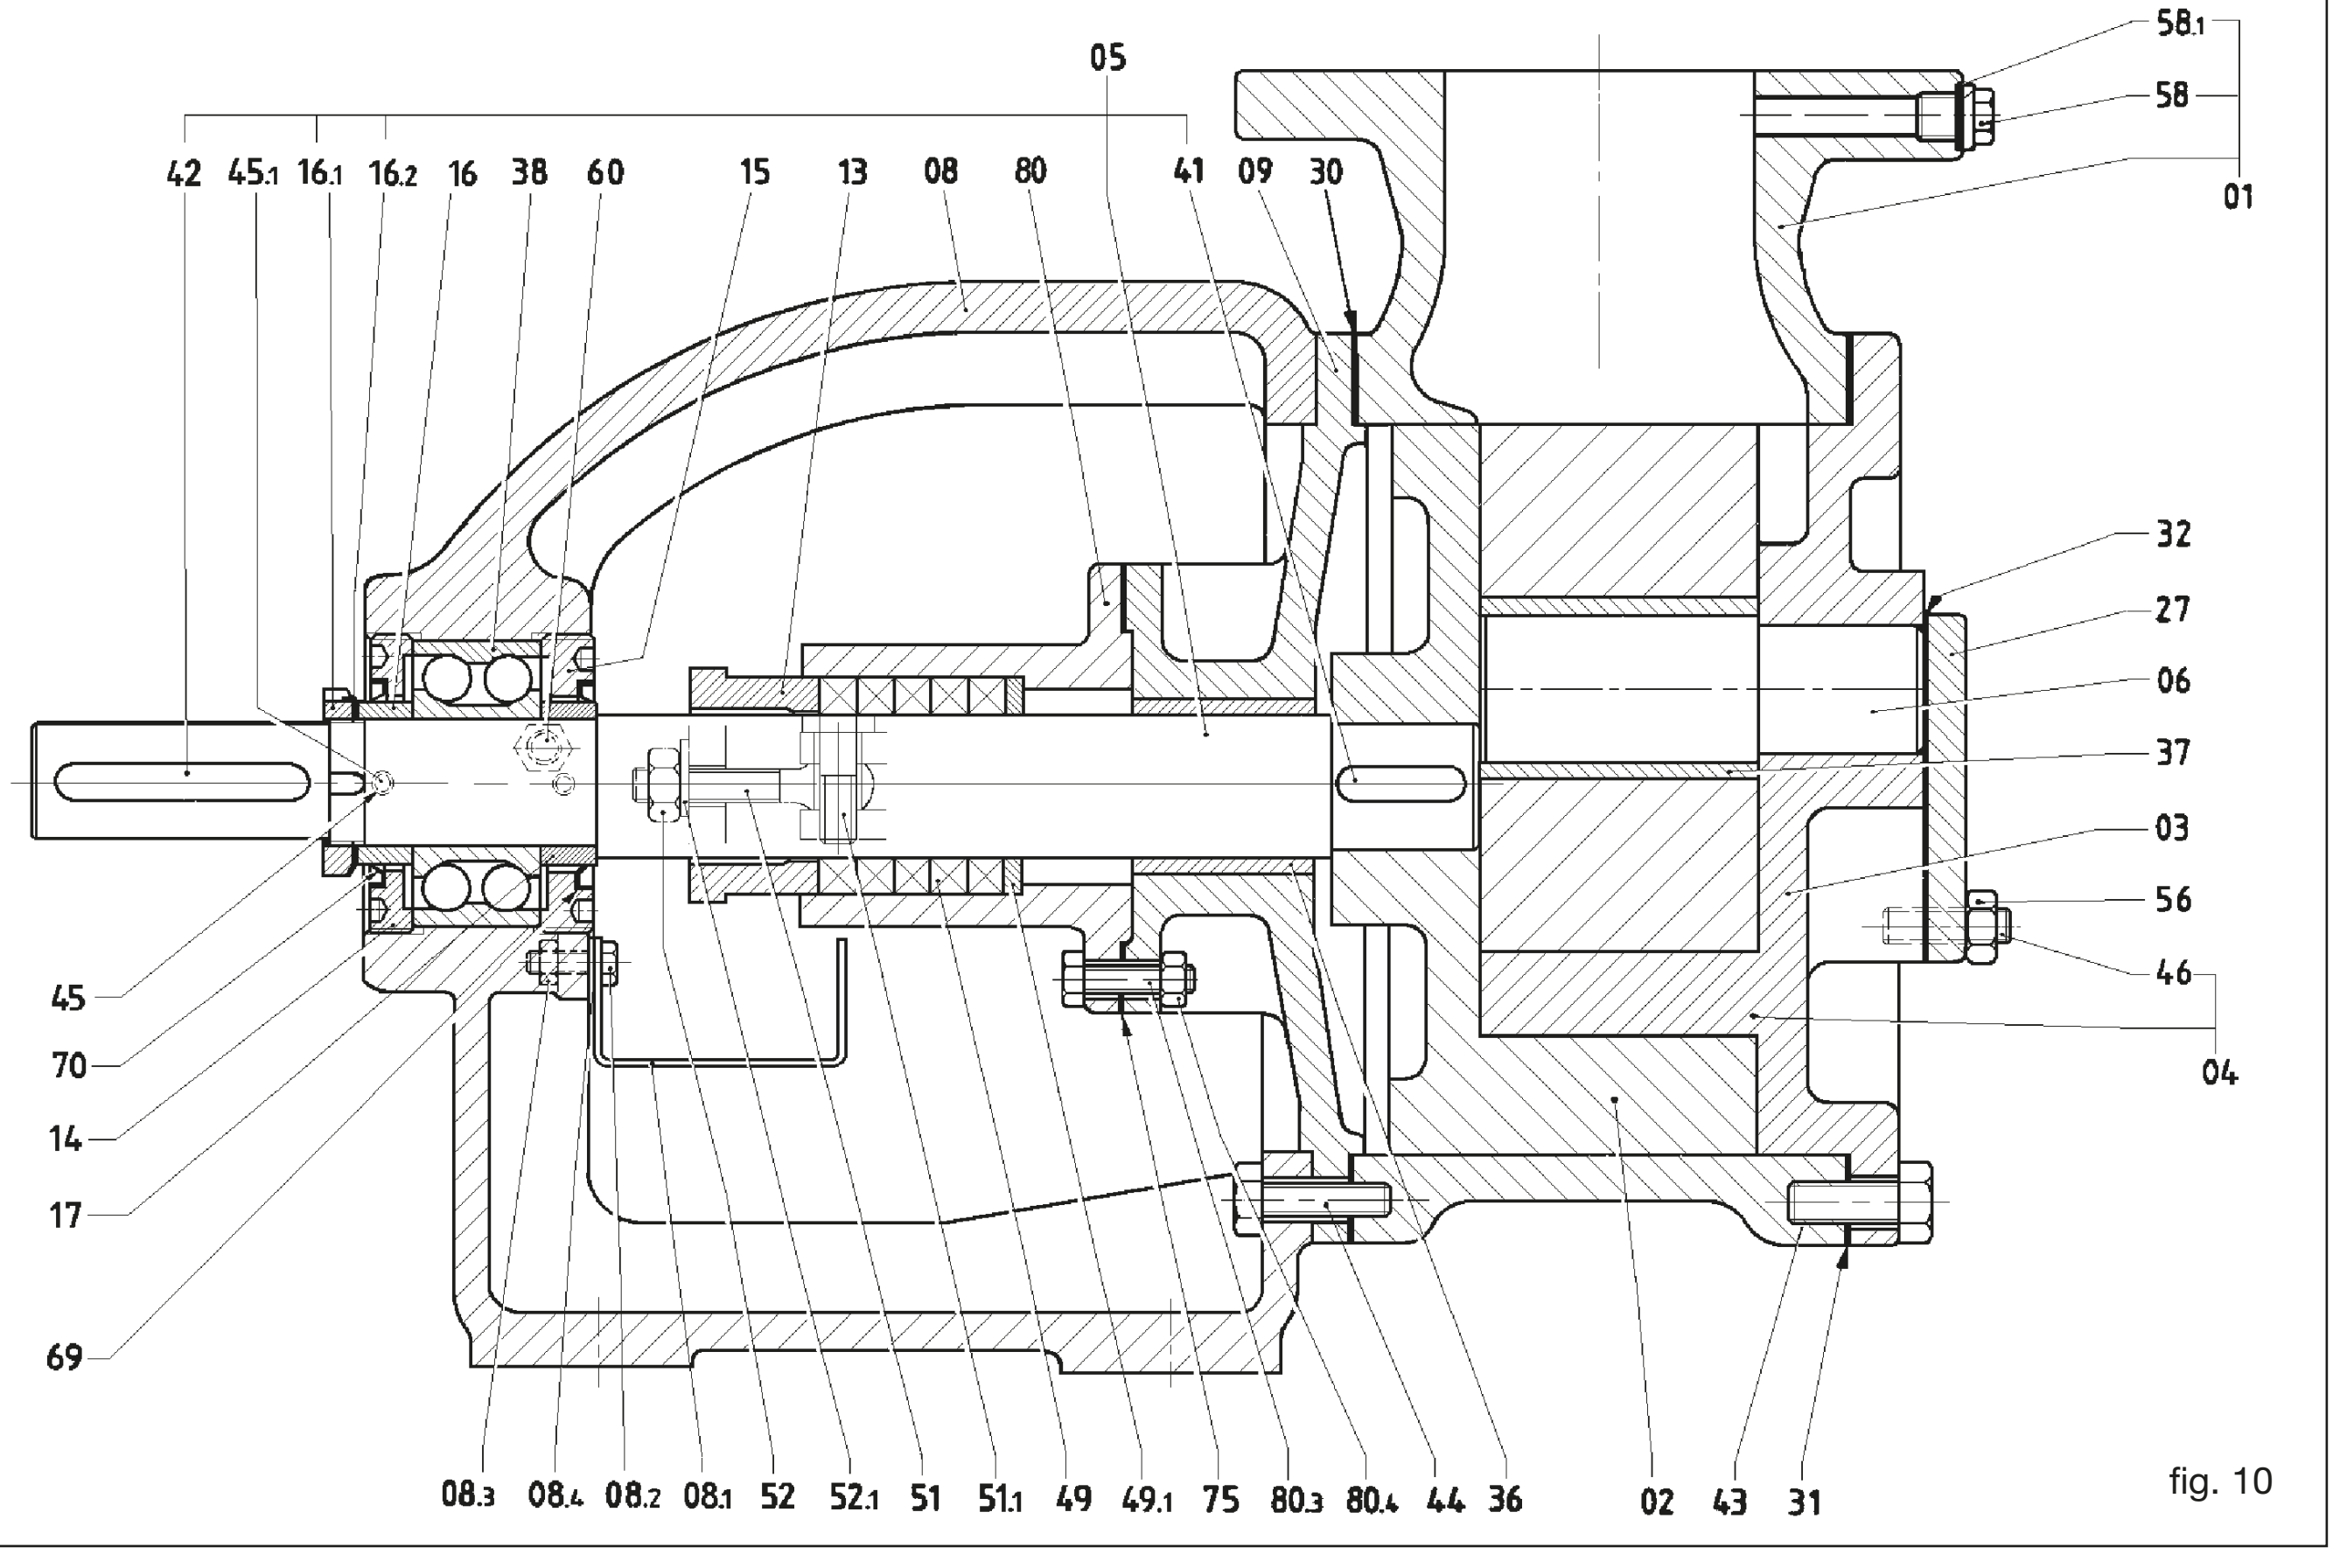

fig. 10
11.1 Quitar la tapa (04) (fig. 10)
11.2 Sacar la rueda de eje libre (03) (fig. 10)
11.3 Sacar el perno (06) (Fig. 10)
11.4 Quitar el cuerpo (01) (fig. 10)
11.5 Eliminación de la caja de bolas (38) (fig. 10)
11.12 Extracción del buje de soporte (36) (fig. 10)